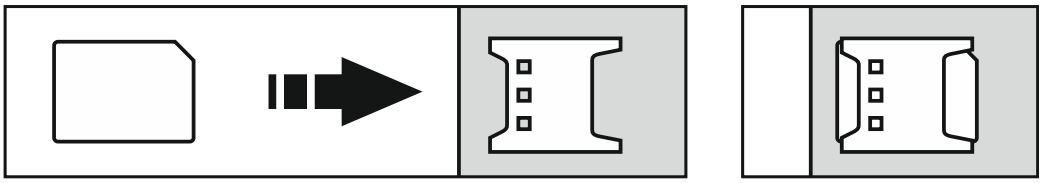

Abb. 6. Montage der nano-SIM-Karte.
2. Installieren Sie im Modul die SIM-Karte / SIM-Karten (Abb. 6).